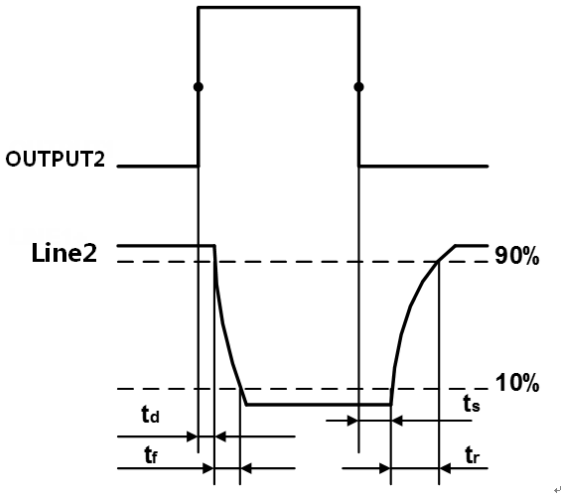

图 7-20 Line2 输出电路参数
- 上升沿延时=tr+td：<20μs (0℃~45℃)，参数说明见图 7-20
- 下降沿延时=ts+tf：<20μs (0℃~45℃)，参数说明见图 7-20